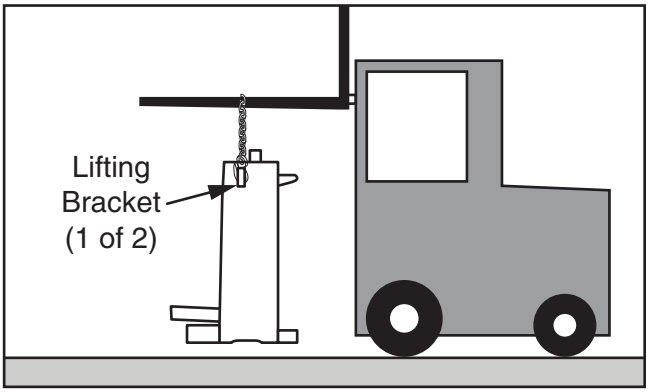

Figure 3. Lifting brake with safety hooks and chains.
4. Attach the safety hooks and chains to the side lifting brackets, as shown in **Figure 3**, then connect the chains to the fork lift.